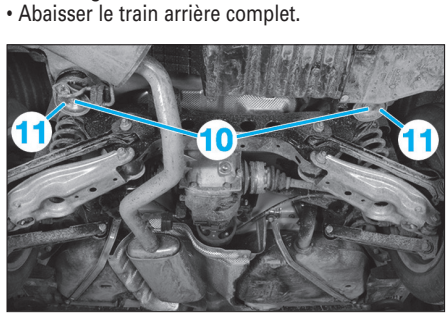

Fig. 64
- les vis (10) et retirer les tampons de butée (11) par le côté **(Fig.64)**.